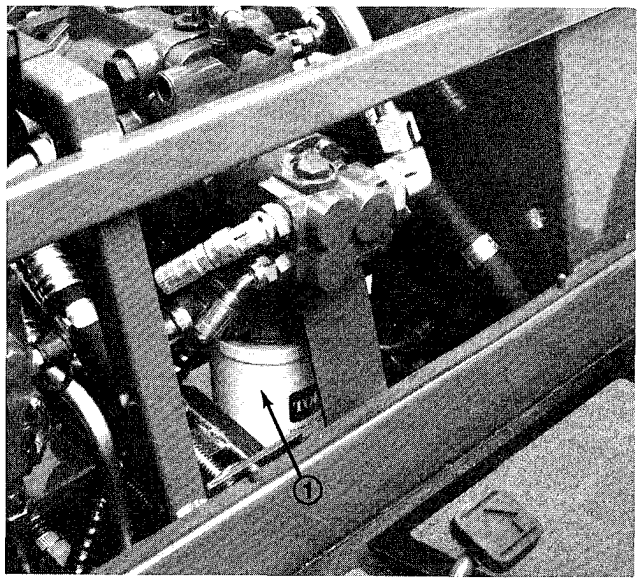

Figure 40
2. Clean area around filter mounting area (Fig. 40). Place drain pan under filter and remove filter.